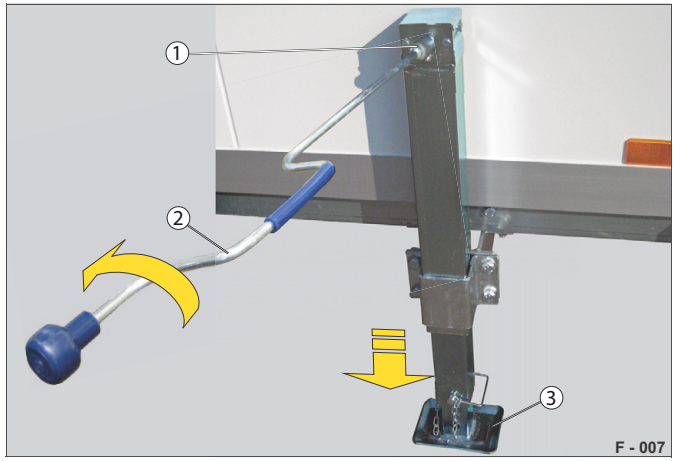

Abb. 30 Stočení teleskopické klikové podpěry dolů
▶ Nasaďte kliku (Abb. 30/2) na klikový nástavec (Abb. 30/1).
▶ Stáčejte tak dlouho, dokud stavěcí patka (Abb. 30/3) nedosáhne na zem.